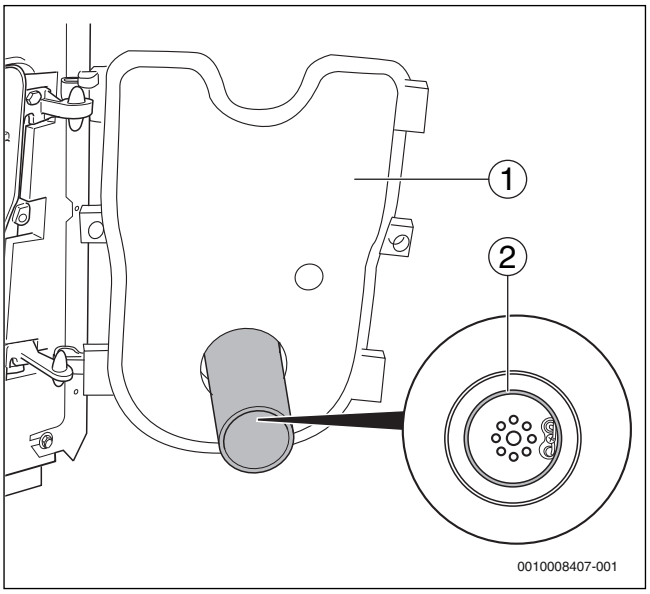

Fig. 40 Vérifier le bon positionnement du joint
▶ Lorsque la porte du brûleur est ouverte (→ fig. 40, [1]), vérifier la bonne assise du joint (→ fig. 40, [2]).
▶ Fermer la porte du brûleur (→fig. 40, [1]) et visser les vis de fixation de la porte du brûleur à fond (env. 10 Nm).